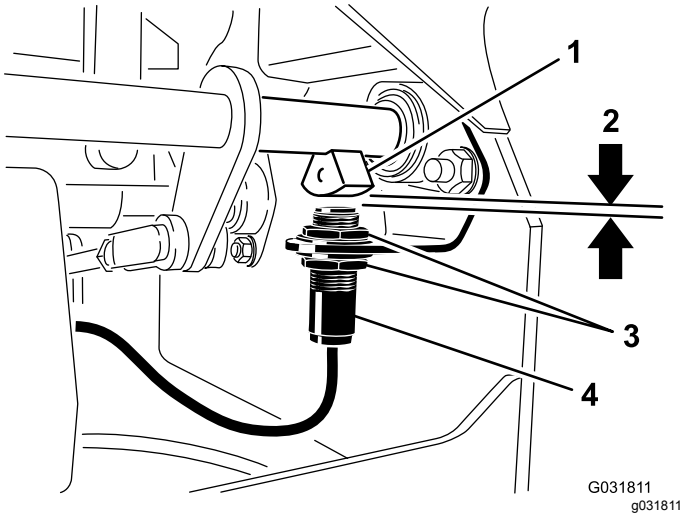

**Bild 45**
4. Schieben Sie den Schalter an der Halterung nach oben oder unten, bis der Abstand zwischen dem Bremswellensensor und dem Schalterplunger 4 mm beträgt, wie in Bild 45 abgebildet.